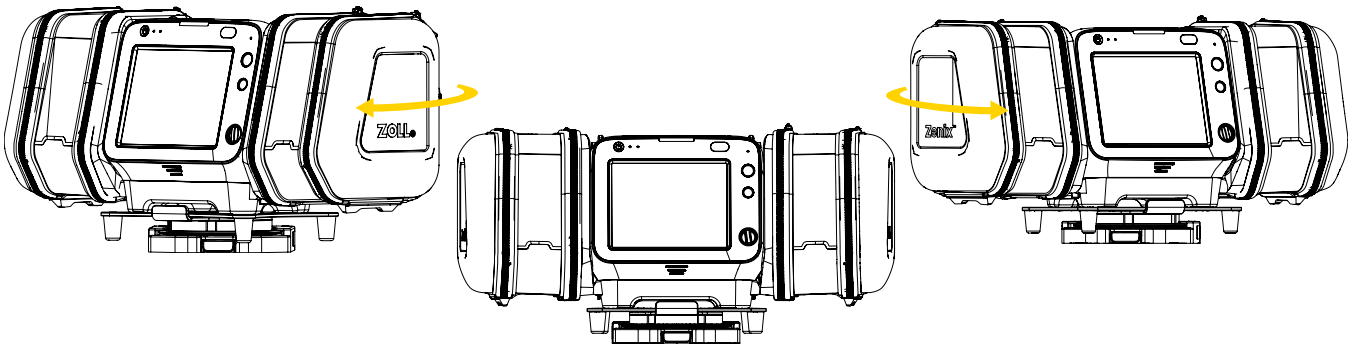

Figure 8: Rotating the Bracket Pro Serie 27 – FL
3. Turn the bracket up to 360° clockwise or counterclockwise to the desired position (Figure 8).